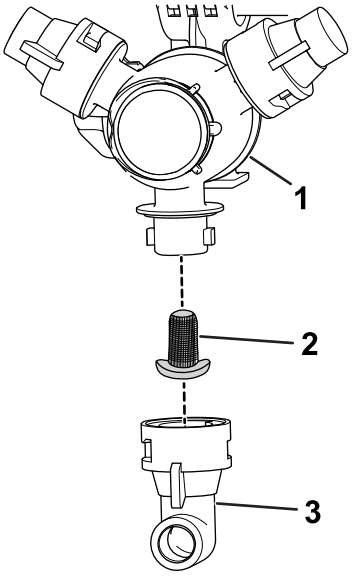

Figur 80
2. Fjern dysen fra sprøjtedysehovedet (Figur 80).
3. Fjern dysefilteret (Figur 80).
5. Monter dysefilteret (Figur 80).
6. Monter dysen på sprøjtedysehovedet (Figur 80).